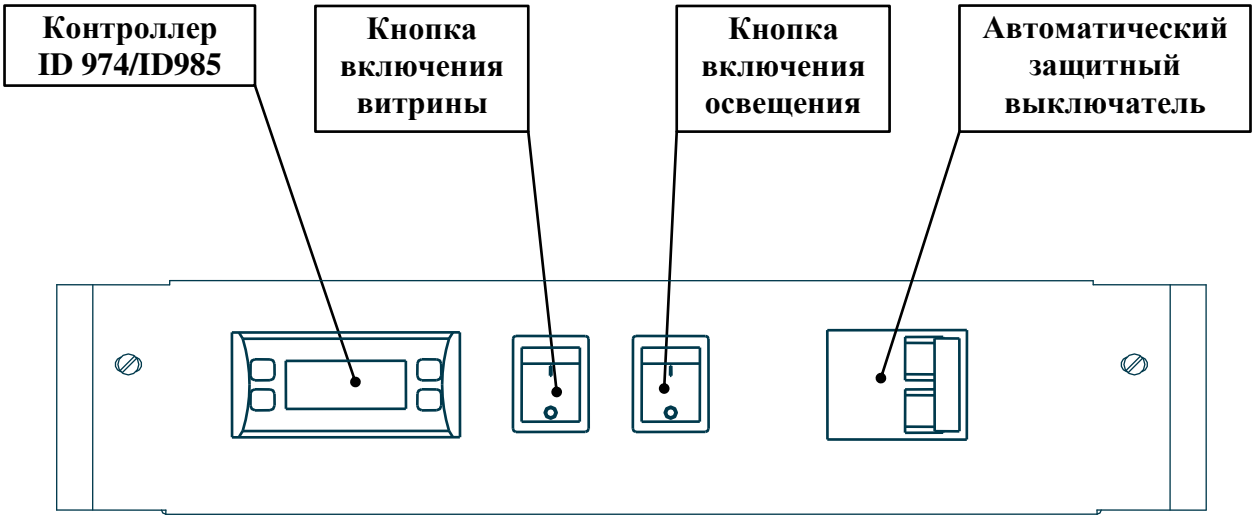

Рис. 2. Блок управления витрины **«НЕМИГА STANDART» ВН**
- Электрическая система включает в себя пульт управления с защитным автоматическим выключателем, нагревательные элементы (для электрической оттайки испарителя, подогрева стеклопакета и боковин) и встроенный верхний светильник. На пульте управления находятся (см. рис. 2): выключатель питания, выключатель освещения, электронный регулятор (контроллер). Защитный автоматический выключатель и блок силового электрооборудования располагаются в подставке под корпусом витрины.